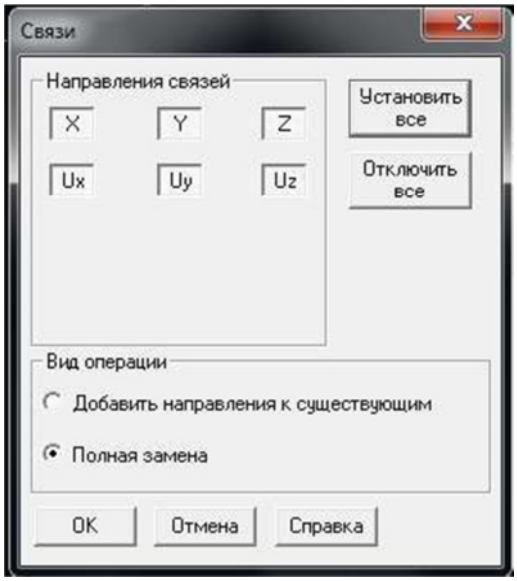

Рисунок 1.12 - Диалоговое окно SCAD для назначения опорных связей
9. Назначение опорных связей (опор) осуществляется в диалоговом окне **Связи** (рис.1.12), которое появляется при нажатии кнопки «Установка связей в узлах» инструментальной панели вкладки **Назначения.**